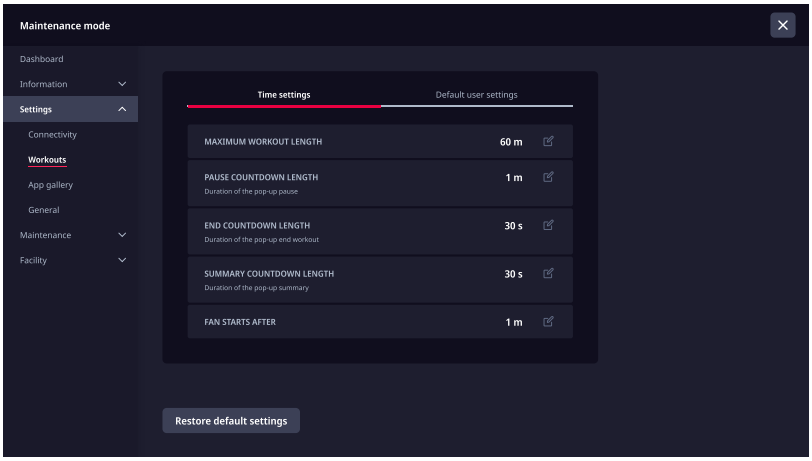

Fig. 62
3. Tap Restore default settings to remove all changes and return console to default values (Fig. 62).